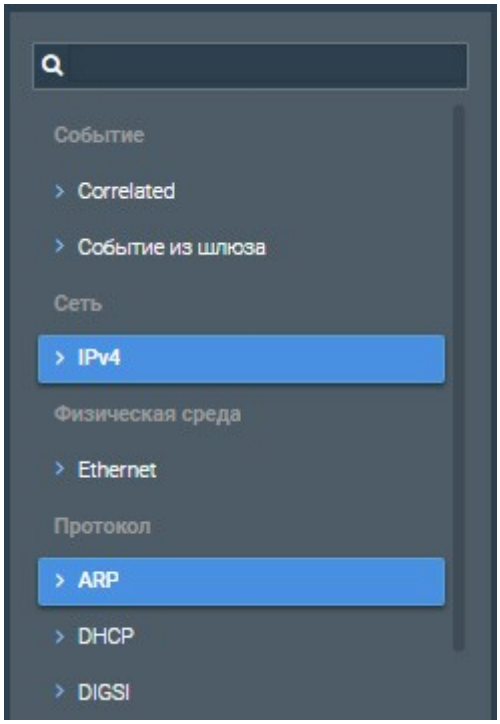

Рисунок 7. Фильтрация события по значению атрибутов
1. В панели фильтрации в левой части экрана выберите один или несколько атрибутов и их значения (см. рисунок 7).